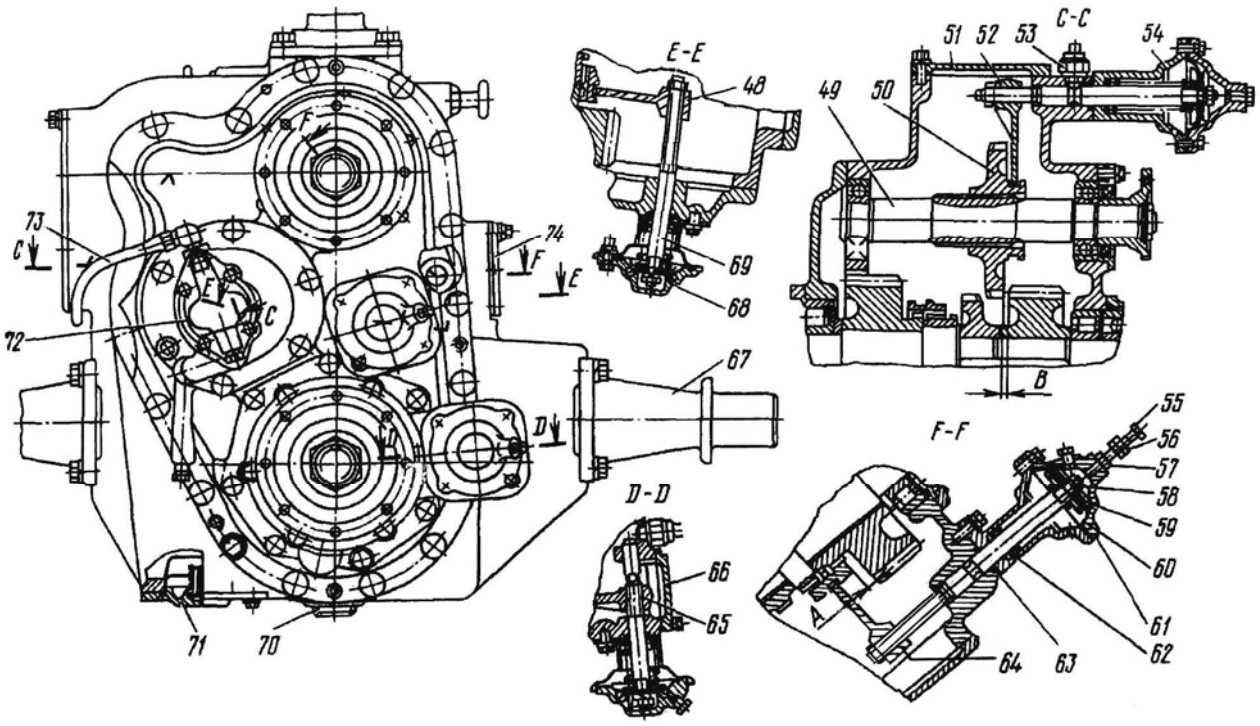

Рис.13. Раздаточная коробка:
Раздаточная коробка представляет собой трехвальный редуктор с цилиндрическими косозубыми шестернями. Она имеет две передачи с передаточными числами 0,95 и 1,310. Валы раздаточной коробки смонтированы в литом чугунном картере 5 (рис.13) со съемной крышкой 4 и вращаются в шариковых и роликовых подшипниках.
1. Отсоедините трубку 73 (см. рис.13) подвода масла от угольников на корпусе масляного насоса 43 и крышке 13 задних подшипников первичного вала. Снимите трубку и выверните угольники.
12. Отверните болты крепления картера 35 (см. рис.13) привода переднего моста и снимите картер.
19. Выньте из картера вал 33 (см. рис.13) привода переднего моста в сборе и вал 22 привода среднего моста в сборе.